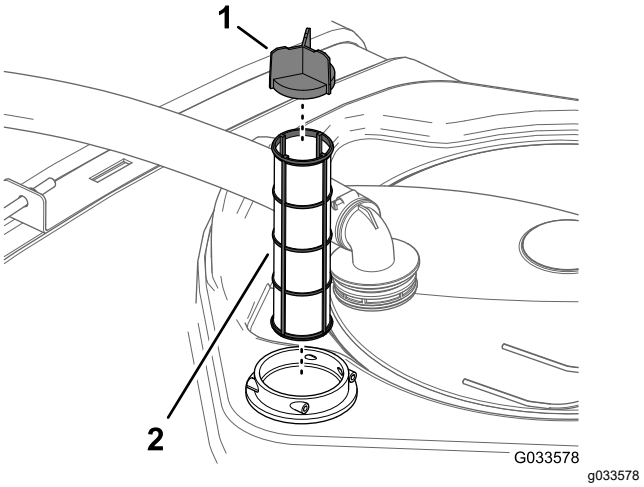

**Figura 30**
4. Puxe o filtro de sucção para fora do compartimento do filtro no tanque (Figura 30).